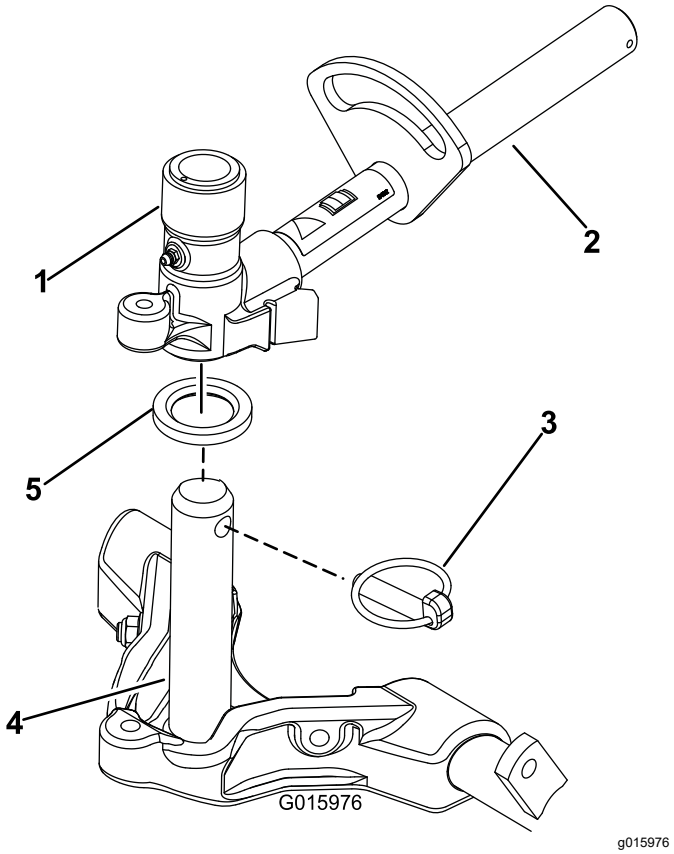

Figur 16
9. Dekk bærerammeakselen med rent smørefett (Figur 16).
10. For de fremre klippeenhetene skyver du en klippeenhet under løftearmen mens du fører akselen til bærerammen inn i løftearmens dreiegaffel (Figur 16). Sørg for at trykkskiven er på plass på bærerammeakselen.
11. Sikre bærerammen til løftearmens dreiegaffel med ringstiften (Figur 16).
B. Før inn løftearmens dreiegaffel i bærerammeakselen (Figur 16).